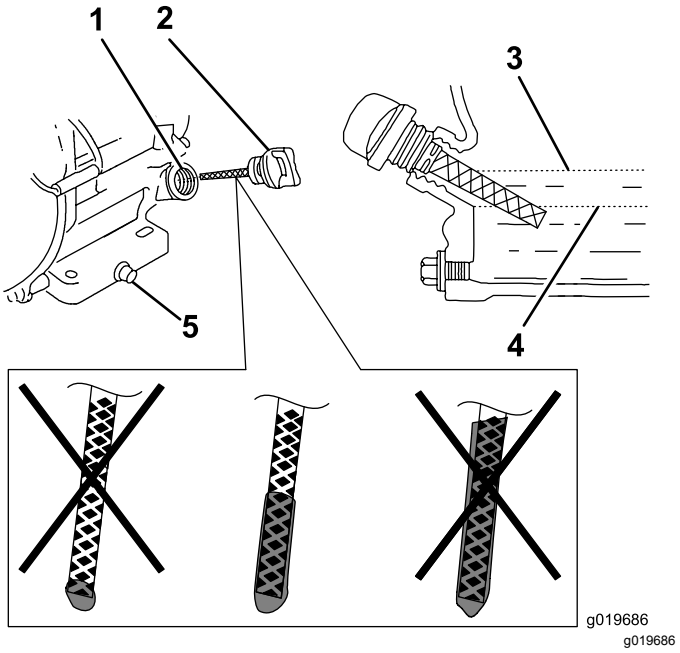

**Figure 7**
3. Clean around the dipstick so that dirt cannot fall into the filler hole and damage the engine (Figure 7).
**Note:** The oil should be level with the upper-limit mark (Figure 7).